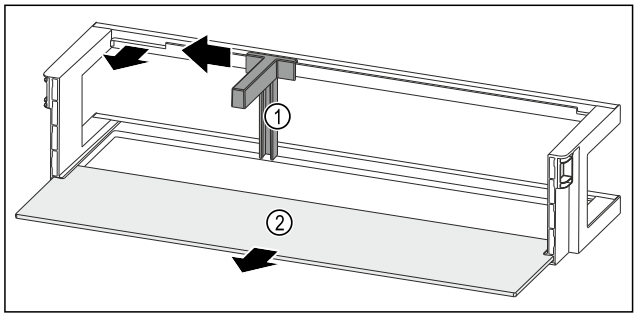

Fig. 201 Türabsteller mit Flaschenhalter und Abstellfläche
▶ Flaschenhalter *Fig. 201 (1)* bis zur Aussparung zur Seite schieben.
▶ Flaschenhalter *Fig. 201 (1)* entnehmen.
▶ Abstellfläche *Fig. 201 (2)* entnehmen.